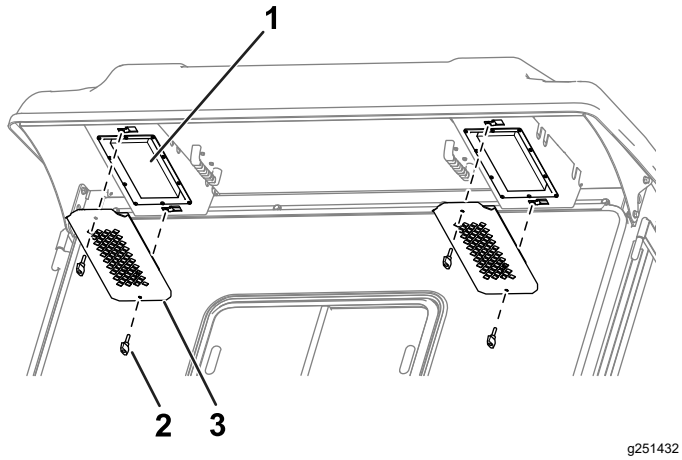

Bild 83
1. Entfernen Sie die Drehknöpfe und Roste vom hinteren Überhang der Kabine (Bild 83).
4. Verwenden Sie die Drehknöpfe und Roste, um die Filter in die Kabine einzubauen (Bild 83).